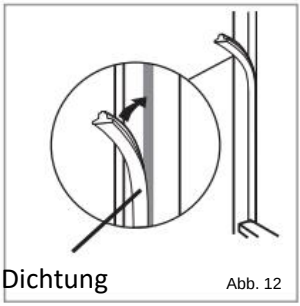

Abb. 12
- Die Lücke auf der Seite ohne Scharniere mit dem beiliegenden Dichtungs-/Dichtstreifen füllen, wie in Abb. 12 dargestellt.